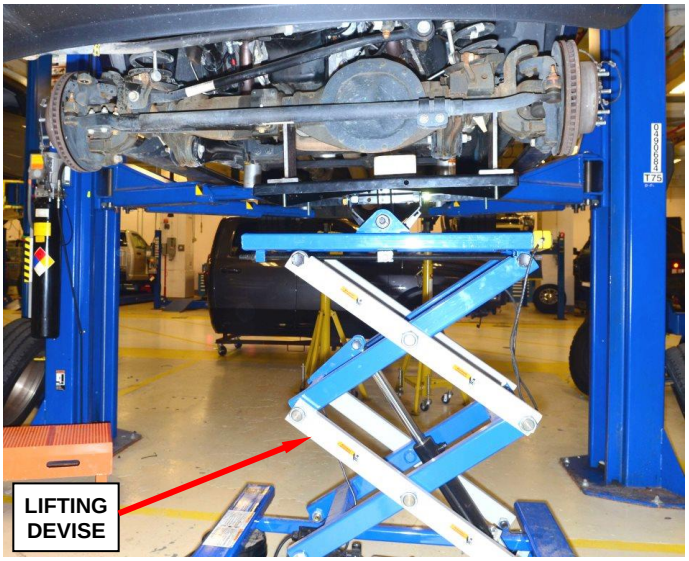

Figure 12 – Secure Axle to Lifting Devise
14. Secure the front axle to a lifting devise (Figure 12).